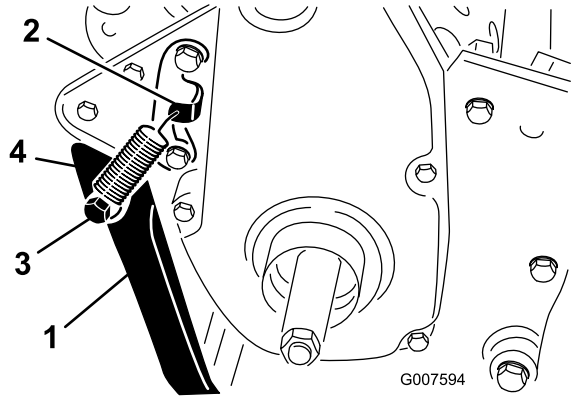

Bild 5
1. Haken Sie die Feder in das Loch an der Federhalterung und an der Federbefestigung ein. Fluchten Sie gleichzeitig den Ständer mit den Befestigungslöchern am hinteren Rahmen aus (Bild 5).
2. Montieren Sie den Ständer an jeder Seite des Rahmens mit einer Schraube, einer Sicherungsscheibe, einem Distanzstück, einer Flachscheibe und Sicherungsmutter (Bild 5). Legen Sie das Distanzstück in das Befestigungsloch des Ständers ein.